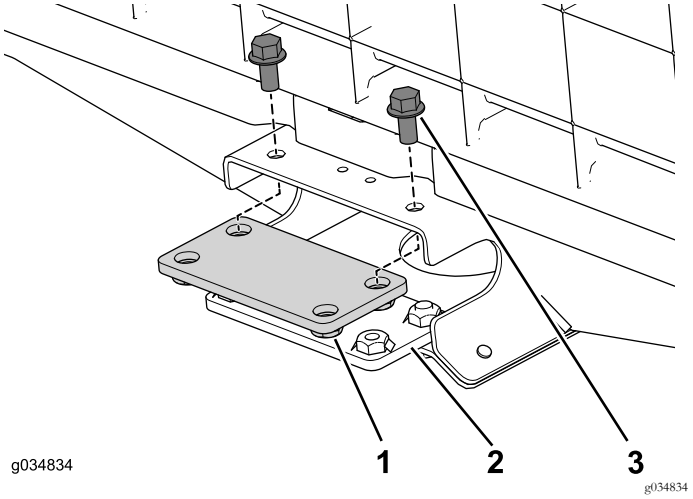

Figura 69
1. Utilize os quatro parafusos flangeados (3/8" x ¾") para instalar sem apertar as placas de ligação superior e inferior no canal central da secção dianteira (Figura 69).